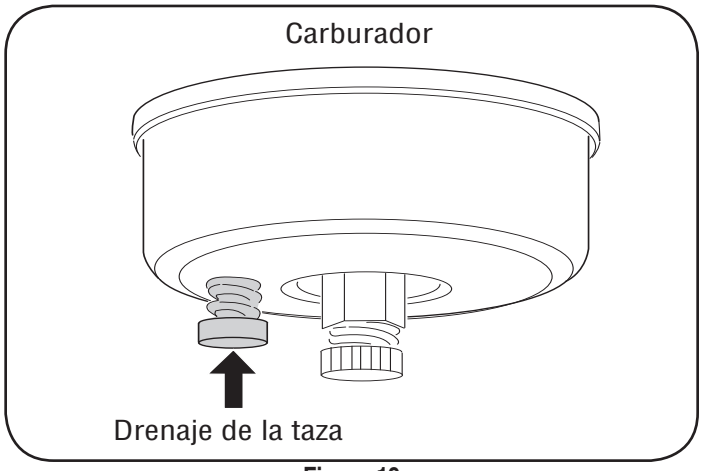

Figura 19
3. Drene el carburador presionando hacia arriba el drenaje de la taza, ubicado debajo de la cubierta del carburador. Vea la figura 19.